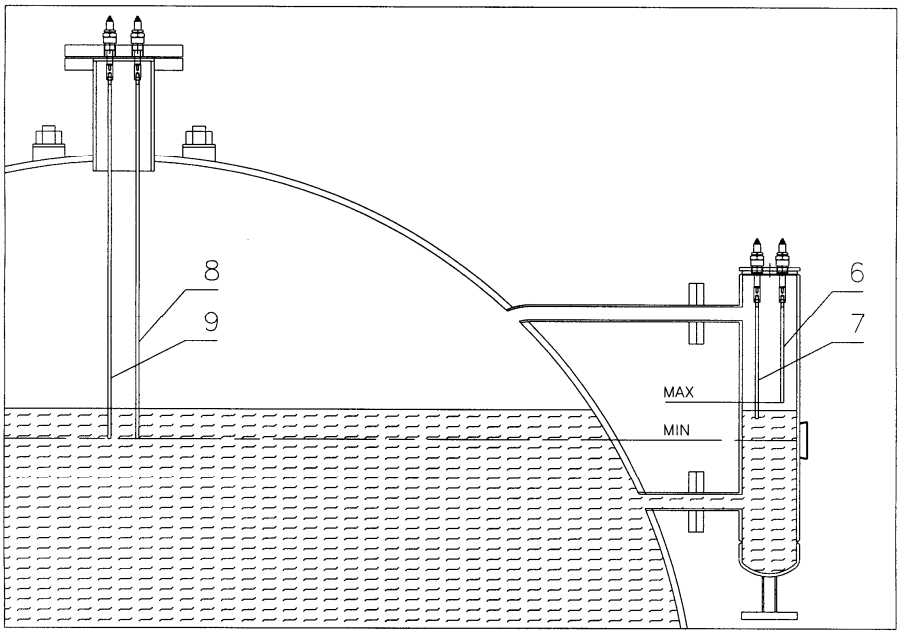

Рис. 6
4.2.2 Автоматический регулятор уровня (Рис. 6)